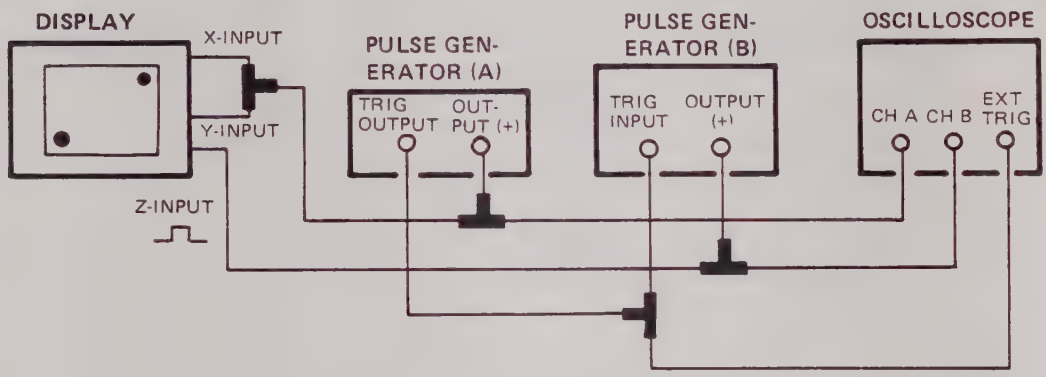

Figure 4-5. Diagonal Settling Time Test Setup
a. Connect equipment as shown in figure 4-5.
b. Set pulse generator (A) as follows: